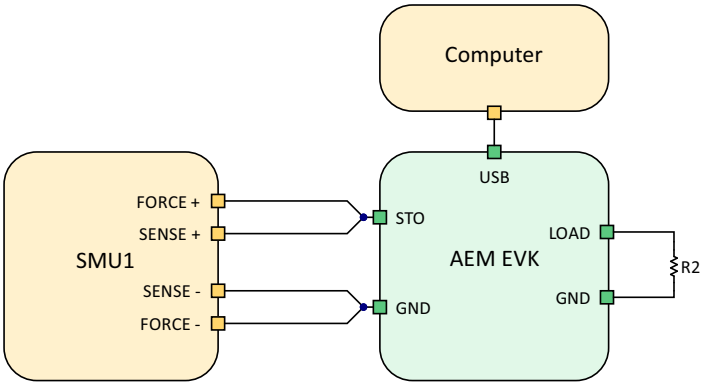

Figure 2: LOAD APM calibration base setup
Wire the equipment as shown in Figure 2. Please note that if the calibration of LOAD's buck converter is done right after the calibration of the SRCx boost converter (described in Section 3), PSU1 can be left connected to SRCx to coldstart the AEM13921. Otherwise, the AEM13921 can be coldstarted from the 5V charger as described in Section 4.4.2.
Referring to Figure 2, configure SMU1 as follows:
- Use PSU1 from the SRCx calibration and set the voltage/current of PSU1 above the cold-start voltage/current defined in the datasheet. It is then mandatory to switch off/remove PSU1 for the calibration (PSU1 is not shown on Figure 2).